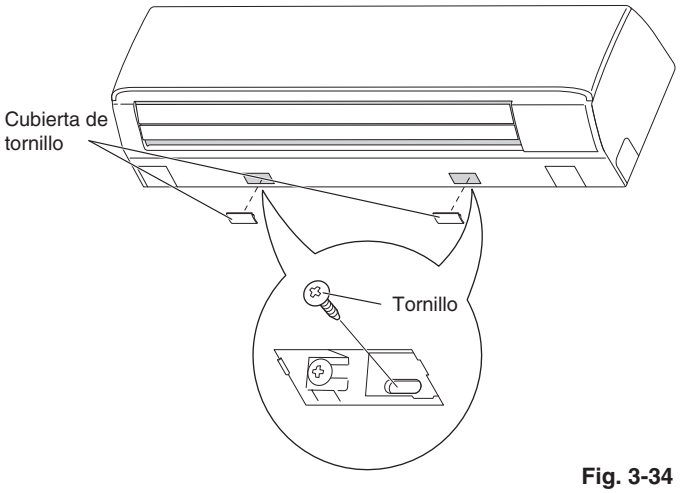

Fig. 3-34
(1) Quite la cubierta de los tornillos que se encuentra en la superficie inferior. (Fig. 3-34)
(2) Fije la estructura al panel posterior utilizando los 2 tornillos para madera incluidos de 4 × 10 mm. (Fig. 3-34)